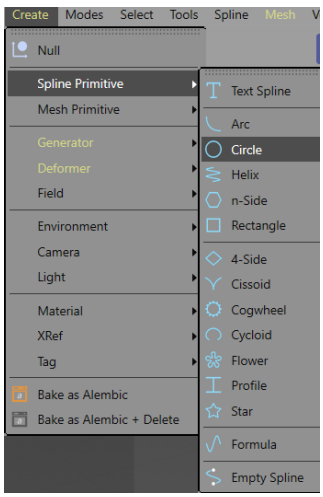

Figure 2-21 *Choosing* ***Circle*** *from the main menu*
7. Press F2; the Top viewport is maximized. Next, choose **Create > Spline** from the main menu; a cascading menu is displayed. Choose **Circle** from it, as shown in Figure 2-21; a circle is created in the Top viewport and *Circle* is added to the Object Manager.